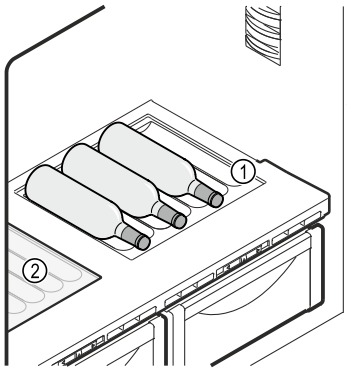

Fig. 104 Vejledende illustration
▶ Indlæg glaspladen *Fig. 104 (2)* lige under den variable flaskehylde.